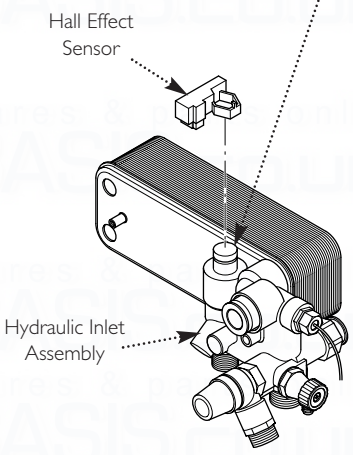

Fig. 75
DHW Filter (Fig. 75)
20. Pull off the Hall Effect sensor. Undo the restricter from the inlet/return manifold (Fig. 75).